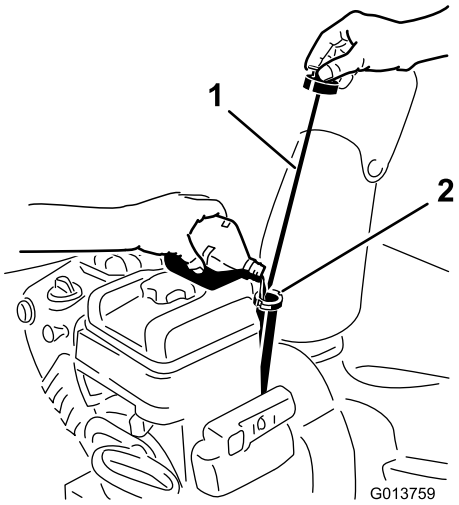

Rysunek 13
2. Wyczyść prętowy wskaźnik poziomu (Rysunek 13).